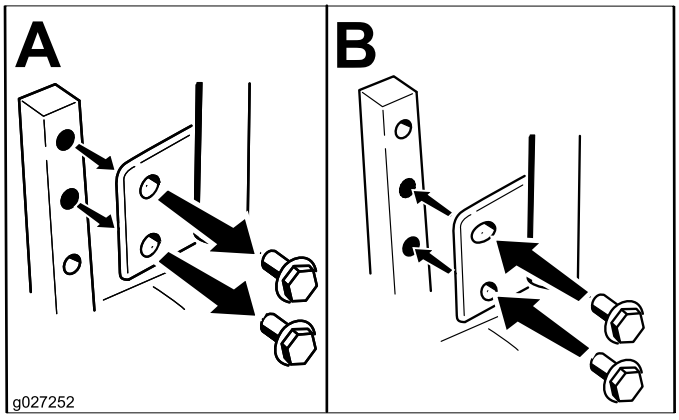

Figur 23
Bevægelseshåndtagene kan justeres til en højere eller lavere position for derved at give føreren maksimal komfort (Figur 23).
2. Løsn den nederste bolt lige nok til, at håndtaget kan drejes foran eller bagtil (Figur 23). Stram begge bolte for at fastholde håndtaget i den nye position.